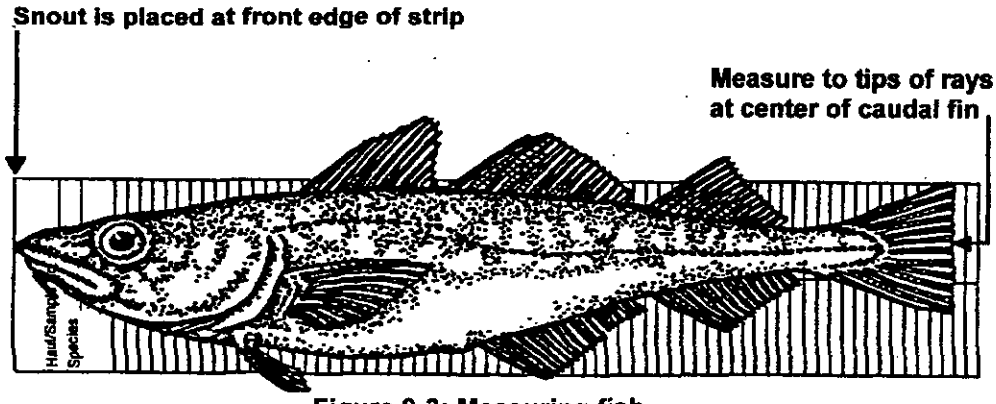

Figure 9-3: Measuring fish
Fork length is the measurement used in the Observer Program and on research cruises, for fish. Fork length refers to the length from the tip of the snout or jaw (whichever sticks out most) to the end of the middle rays of the caudal fin (see Figure 9-3). The only exception to this rule is grenadier length, which is measured from the snout to the insertion of the anal fin.
5. stretch out the tail to find the middle rays (see Figure 9-3);